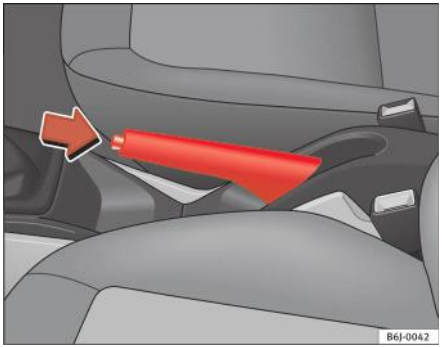

Fig. 103 Frâna de mână amplasată între scaunele din față
– Trageți ferm în sus maneta frânei de mână ⇒ fig. 103.
– Ridicați uşor maneta, apăsați butonul de deblocare în sensul săgeții ⇒ fig. 103 şi coborâți complet maneta frânei de mână ⇒ ⚠.